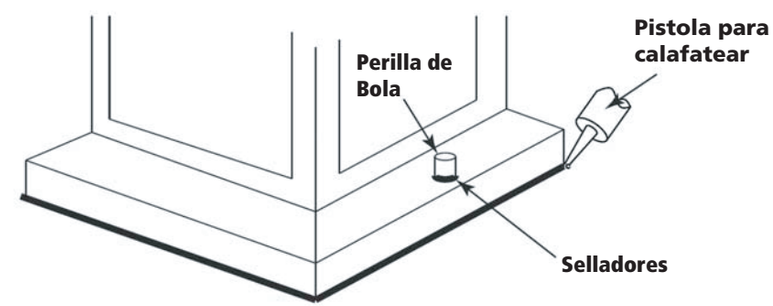

Figura 2
Después asegurar fijo en su lugar, se recomienda que la distancia entre la parte superior y la base de montaje del accesorio se sellará con cualquier buen masilla impermeable de calidad o sellador de silicona (no incluido). También se recomienda que una pequeña capa de madilla o selllador de ser sometidos a los mandos de bolas utilizadas para montar accesorio – Véase la Figura 2.
1. Conecte el cable de alimentación positiva **(A)** (normalmente negro el lado no marcado suave del cable de dos conductores) de plomo accesorio positivo **(B)** con un giro de tamaño approrpriately conector – **Véase la Figura 2 y 3.**
Loop alambre de tierra **(E)** (generalmente de cobre o verde recubierto de plático) debajo de la cabeza del tornillo de tierra **(S)** en la brida de montaje accesorio **(M)** y conectar con el extremo suelto del cable de tierra luminaria directamente al cable de tierra del sistema de construcción con un tamaño adecuado twist-conectores – **Véase la Figura 2.**